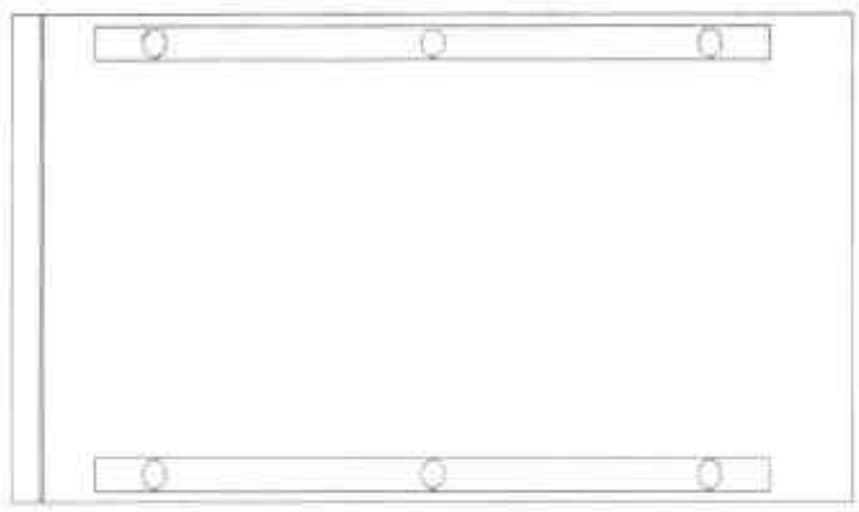

图20-73 偏移轮廓线
Step 09 执行“偏移”命令，将左侧轮廓线向右侧依次偏移 120mm 和 10mm，如图 20-73 所示。